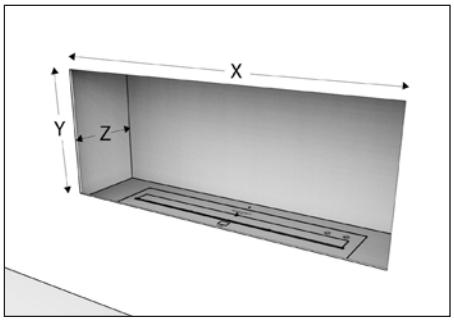

Fig.1
A. DIMENSIONI INTERNE PER L'INSTALLAZIONE DI UNA FIREBOX *(Fig.1)*